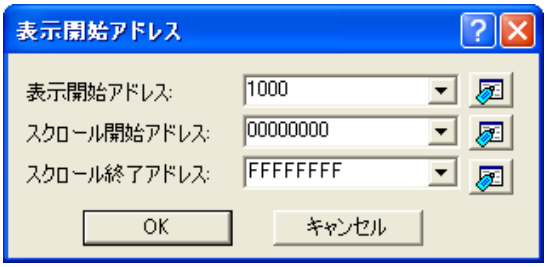
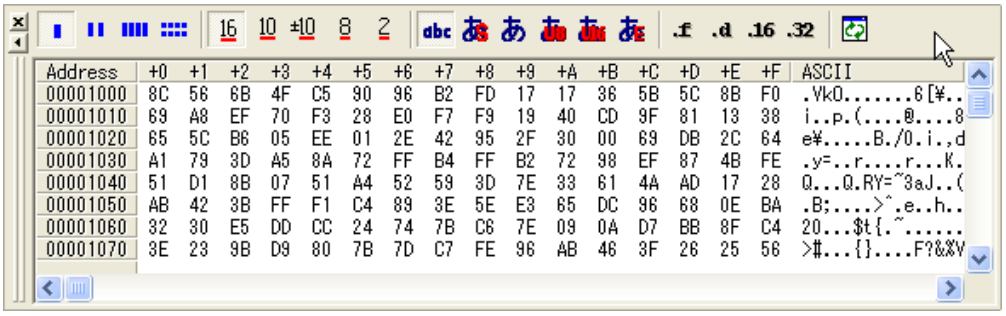

図 4.39　表示開始アドレス入力ダイアログ
図 4.40　メモリウィンドウの表示
(2) 図 4.39の表示開始アドレスのダイアログが表示されますので 1000H番地を表示開始アドレスに指定してください。指定後、メモリウィンドウが図 4.40のように開きます。